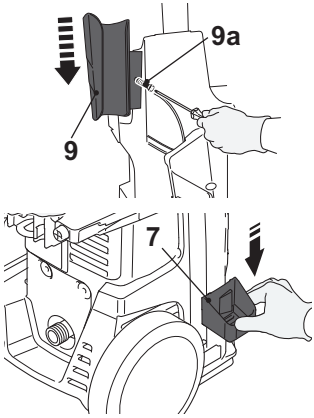

Fig. 2
> Slide the upper spray gun hold (9) to the product and secure it with the screw (9a) (Fig. 2).